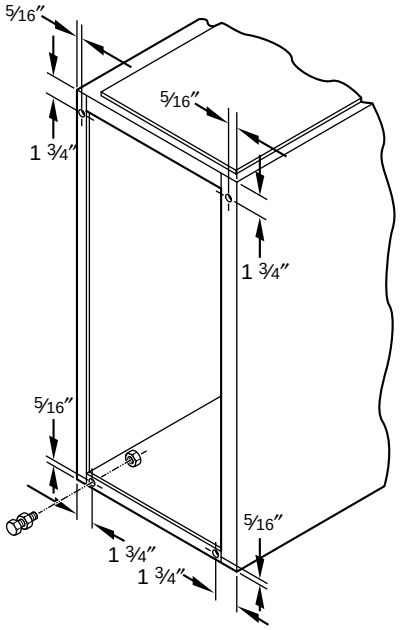

**Fig. 17—Leveling Legs**
When furnace is used in upflow position with side inlet(s), leveling legs may be desired. (See Fig. 17.) Install field-supplied, corrosion-resistant 5/16-in. machine bolts and nuts.
1. Position furnace on its back. Locate and drill a 5/16-in. diameter hole in each bottom corner of furnace. (See Fig. 17.) Holes in bottom closure panel may be used as guide locations.